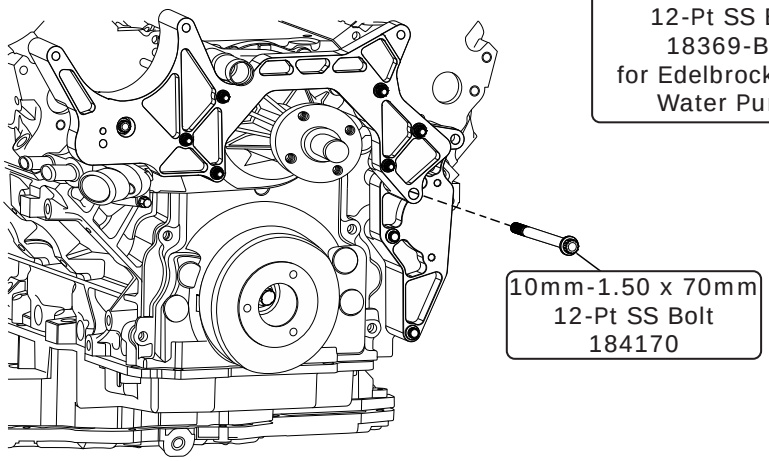

Figure 5a
3. Install a 10mm-1.50 x 70mm 12-Pt SS bolt through the main bracket assembly and the support bracket as shown in Figure 5a, below.